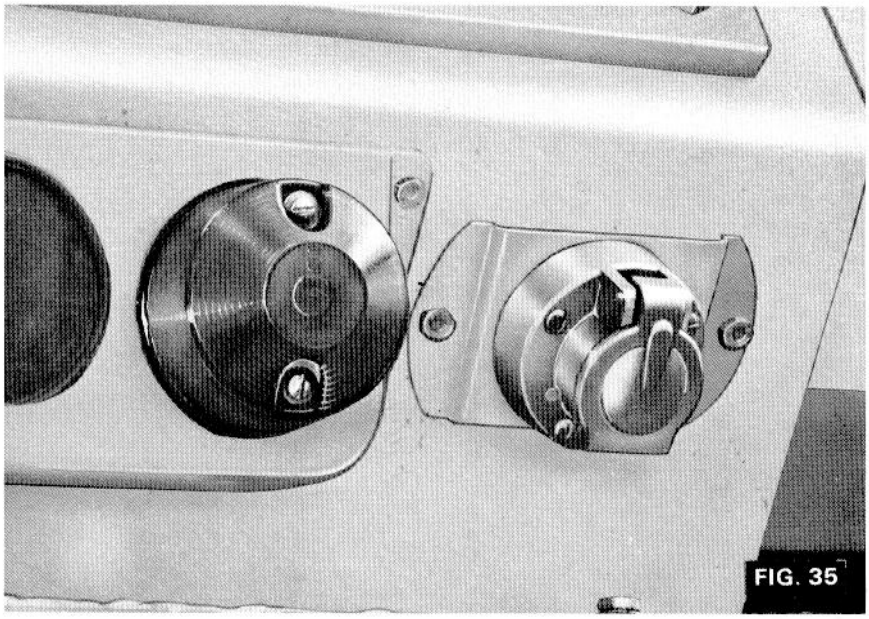

FIG. 35
6. *Prise pour remorque* (*Fig. 35*)